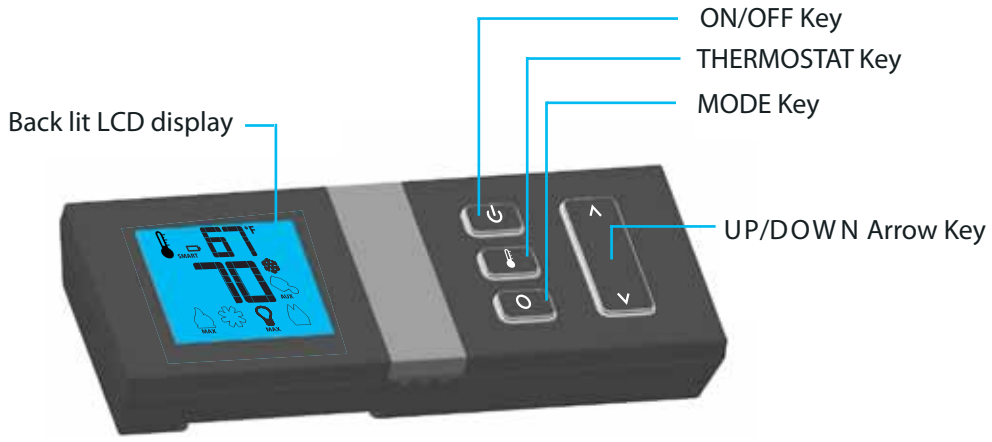
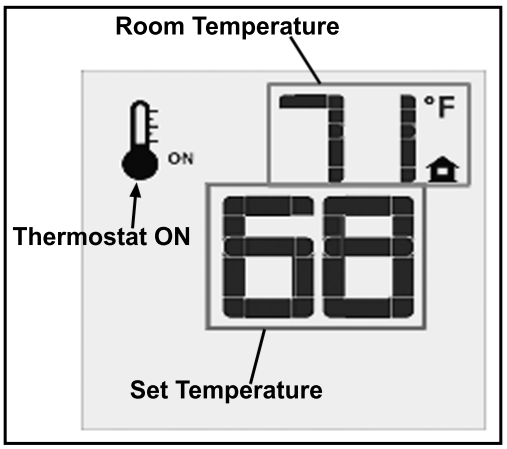
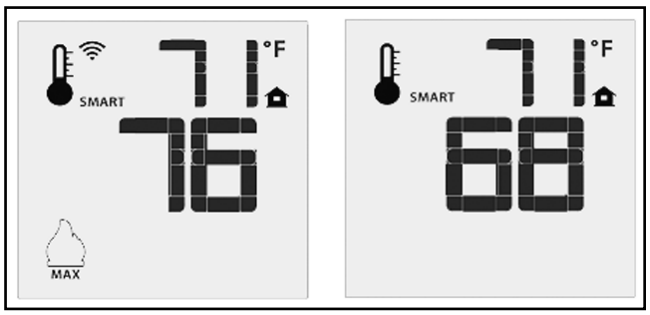
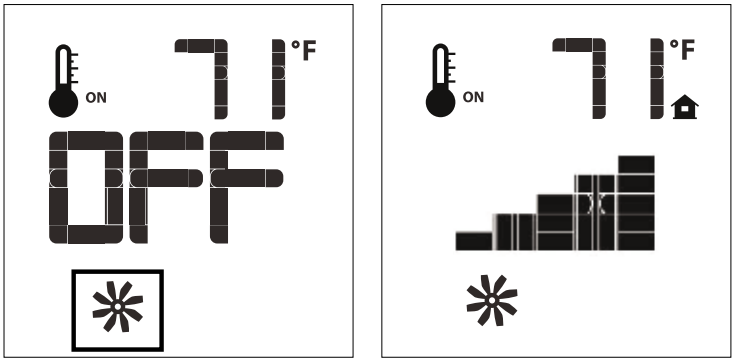

Figure 4: Proflame 2 Transmitter.
Figure 9: Remote Control Displays Set Temperature.
Figure 10: Remote Control's Smart Flame Function.
Figure 12: Fan Control
The Proflame 2 Transmitter is a remote control with a blue backlit lcd display. It uses a streamline design with a simple button layout and informative lcd readout (Figure 4). The Transmitter is powered by three (3) AAA type batteries. A Mode Key is provided to Index between the features and a Thermostat Key is used to turn on/off or index through Thermostat functions (Figure 4 & 5)
Press the ON/OFF Key on the Transmitter. The Transmitter LCD display will only show the room temperature and Icon (see Figure 9). A single "beep" from the IFC confirms reception of the command and both the pilot light (if the unit is not set to continuous pilot) and main burner will turn off.
The Remote Control can operate as a room thermostat. The thermostat can be set to a desired temperature to control the comfort level in a room. To activate this function, press the Thermostat Key (see Figure 4). The LCD display on the Transmitter will change to show that the room thermostat is "ON" and the set temperature is now displayed (see Figure 9). To adjust the set temperature, press the Up or Down Arrow Keys until the desired set temperature is displayed on the LCD screen of the Transmitter.
The Smart Thermostat function adjusts the flame height in accordance to the difference between the set point temperature and the actual room temperatures. As the room temperature gets closer to the set point the Smart Function will modulate the flame down. To activate this function, press the Thermostat Key (Figure 4) until the word "SMART" appears to the right of the temperature bulb graphic (Figure 10). To adjust the set temperature, press the Up or Down Arrow Keys until the desired set temperature is displayed on the LCD screen of the Transmitter.
The Q1GI comes with a convection fan that can be controlled with the Transmitter. The fan speed can be adjusted thorugh six (6) speeds. To control the fan press the MODE key (Figure 4) to index to the fan control icon (Figure 12). Use the UP/DOWN arrow keys to turn on, off, or adjust the fan speed (Figure 12). A single beep from the IFC will confirm the command has been received